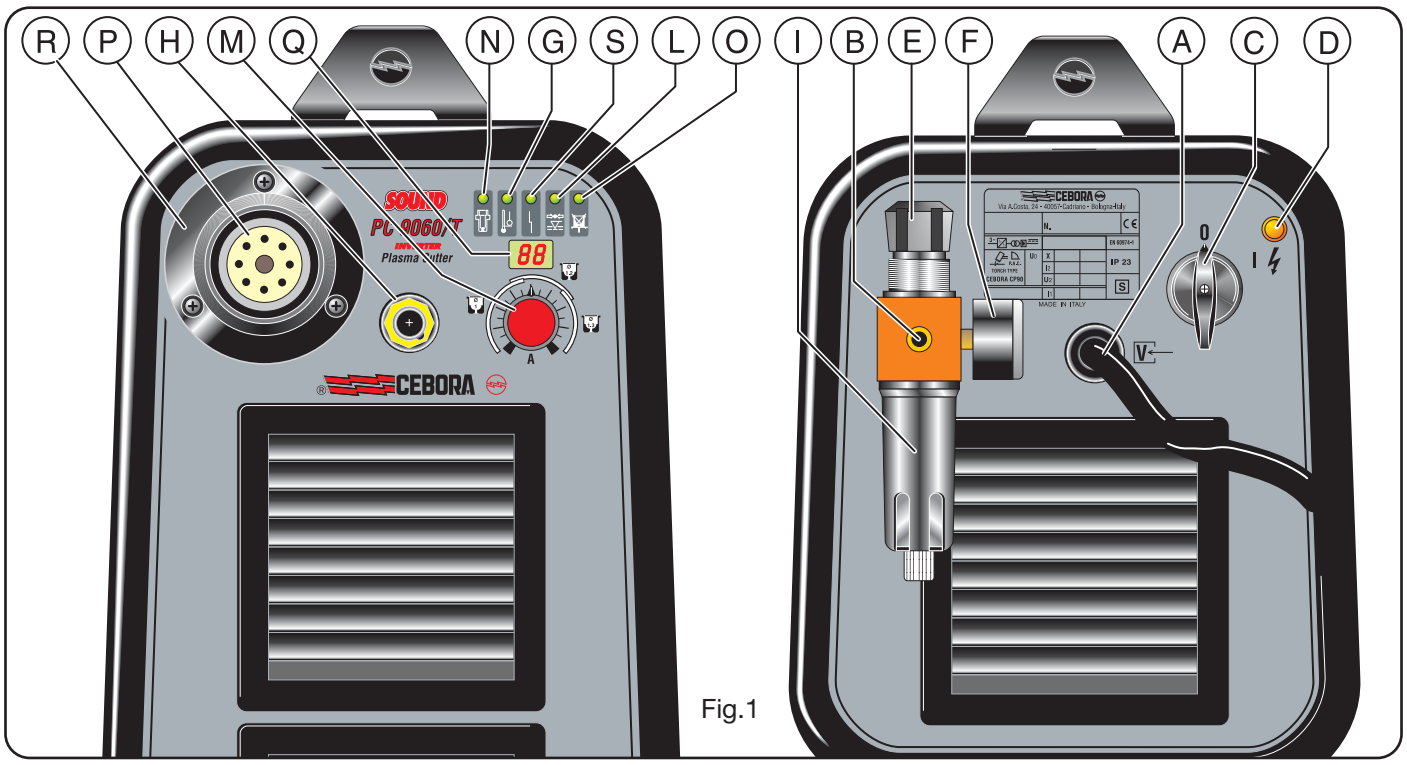

Fig.1
2.1 MONTAGEM DA TOCHA (Fig. 1)
1) Para evitar sobrecargas durante o acendimento do arco piloto e durante o corte. É evidenciado pelo acendimento contínuo do sinalizador **G** (veja fig.1).
2) Para evitar o funcionamento com temperatura ambiente abaixo de -20°C. É evidenciado pelo acendimento intermitente do sinalizador **G** (veja fig.1).
Colocada na alimentação da tocha para evitar que a pressão de ar seja insuficiente. É evidenciado pelo acendimento do sinalizador **L** (veja fig.1).
2) Bloqueia o aparelho quando o eléctrodo alcança um estado de desgaste tal, sendo necessária a substituição do mesmo. Esta segunda função é evidenciada pelo acendimento do sinalizador **N** (fig.1). Se este dispositivo intervir, desligar o aparelho antes de substituir o eléctrodo e o bico. (Somente para o Art. 356).